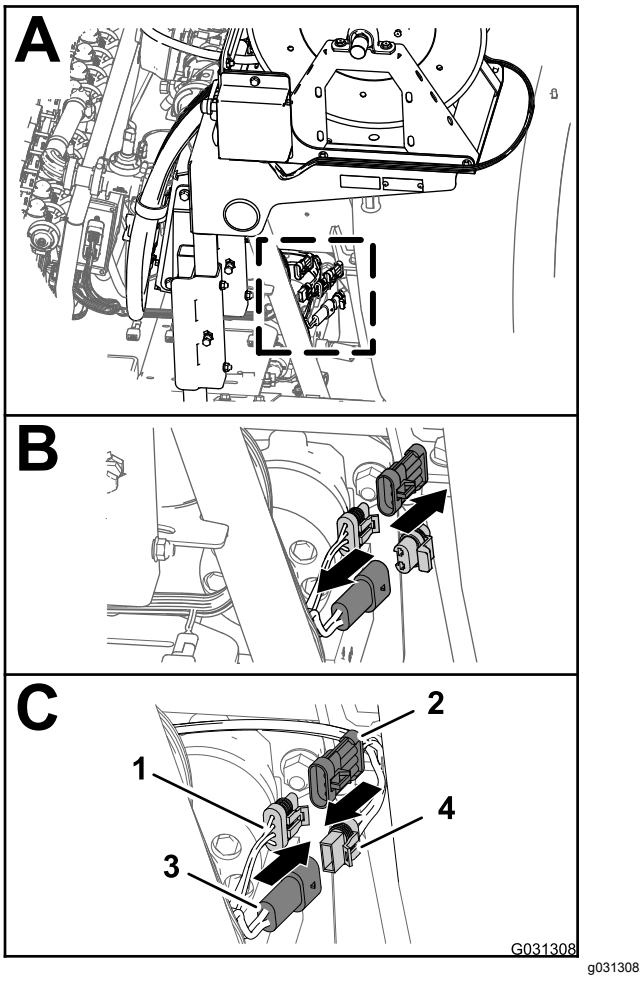

Figur 189
1. Bag på maskinen findes ledningsnettet til drejeslangetromlesættet bag på sprøjtetanken (Figur 189).
2. Afmonter proppen fra konnektoren med 2 ben på det bageste hovedledningsnet til slangetromlens strømforsyning (Figur 189).
3. Tilslut konnektoren med 2 sokler på ledningsnettet til den elektriske slangetromle til konnektoren med 2 ben på det bageste hovedledningsnet (Figur 189).
4. Afmonter hætten fra konnektoren med 3 sokler på det bageste hovedledningsnet til sprøjteledningsnettets sammenkobling (Figur 189).
5. Tilslut konnektoren med 3 ben på ledningsnettet til den elektriske slangetromle til konnektoren med 3 sokler på det bageste hovedledningsnet (Figur 189).